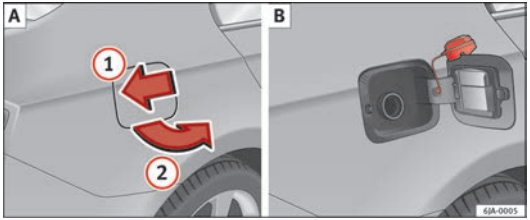

Fig. 122 Vehicle as seen from the rear right: Fuel tank flap/fuel tank flap with tank unscrewed cap attached
The correct type of fuel for your vehicle is indicated on a sticker on the inside of the fuel tank flap, along with the tyre size and pressure ⇒ Fig. 122 B.
– Press the flap in the direction of the arrow (1) ⇒ Fig. 122.
– Open the cover in the direction indicated by the arrow (2).
– Unscrew the tank cap anti-clockwise and place it on top of the tank flap ⇒ Fig. 122 B.